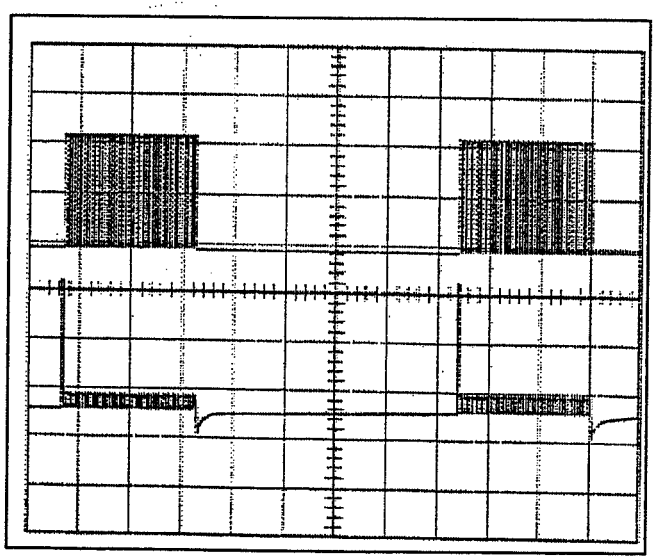

Figure 4. Upper signal; input signal for YXU201. Lower signal; the current for the Thyristor Gate.
- Check gate pulse/gate current to each individual thyristor. The gate pulses must be 120° el. apart. Compare the trigger pulses with Figure 4 below.